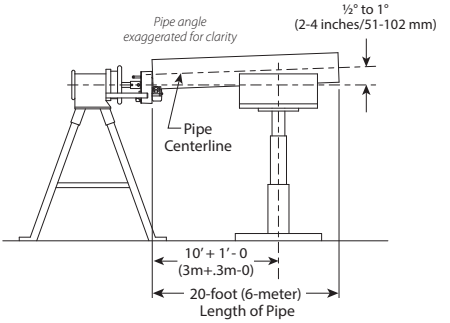

FIGURE 1 - SUPPORT OF PIPE
b. Place the pipe stand at a distance slightly beyond half the pipe length from the tool. Refer to Figure 1 above.
d. Adjust the height of the pipe stand so that the pipe is approximately ½° to 1° **ABOVE** level. Refer to Figure 1 on this page. **NOTE:** The pipe must be inserted into the rolls while the height of the pipe stand is adjusted.
- **Figure 1 shows the Victaulic Adjustable Pipe Stand (VAPS 112). The VAPS 112 is suitable for ¾ – 12-inch sizes. The Victaulic Model VAPS 224 is suitable for 2 – 24-inch sizes. Refer to the "Accessories" section.**